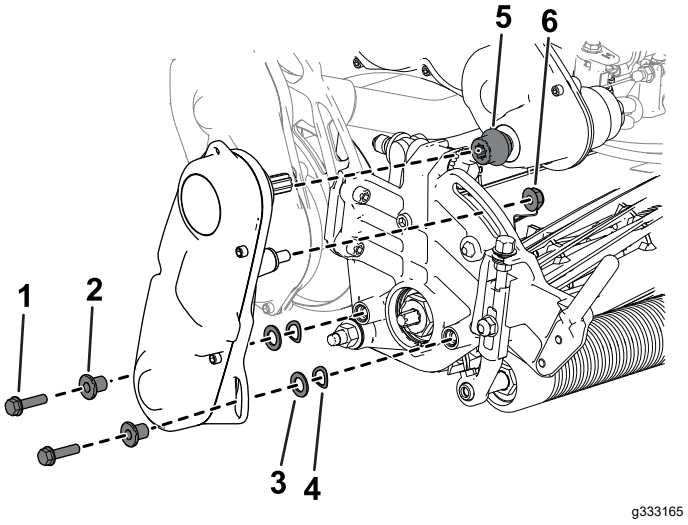

Figur 45
6. Använd insexskruvarna, brickorna och distanserna som du tidigare tagit bort för att fästa cylinderdrivsatsen på sidoplåten (Figur 45).
Kontrollera att cylinderdrivningsaxeln är monterad på transmissionsdrivaxelns koppling (Figur 45).